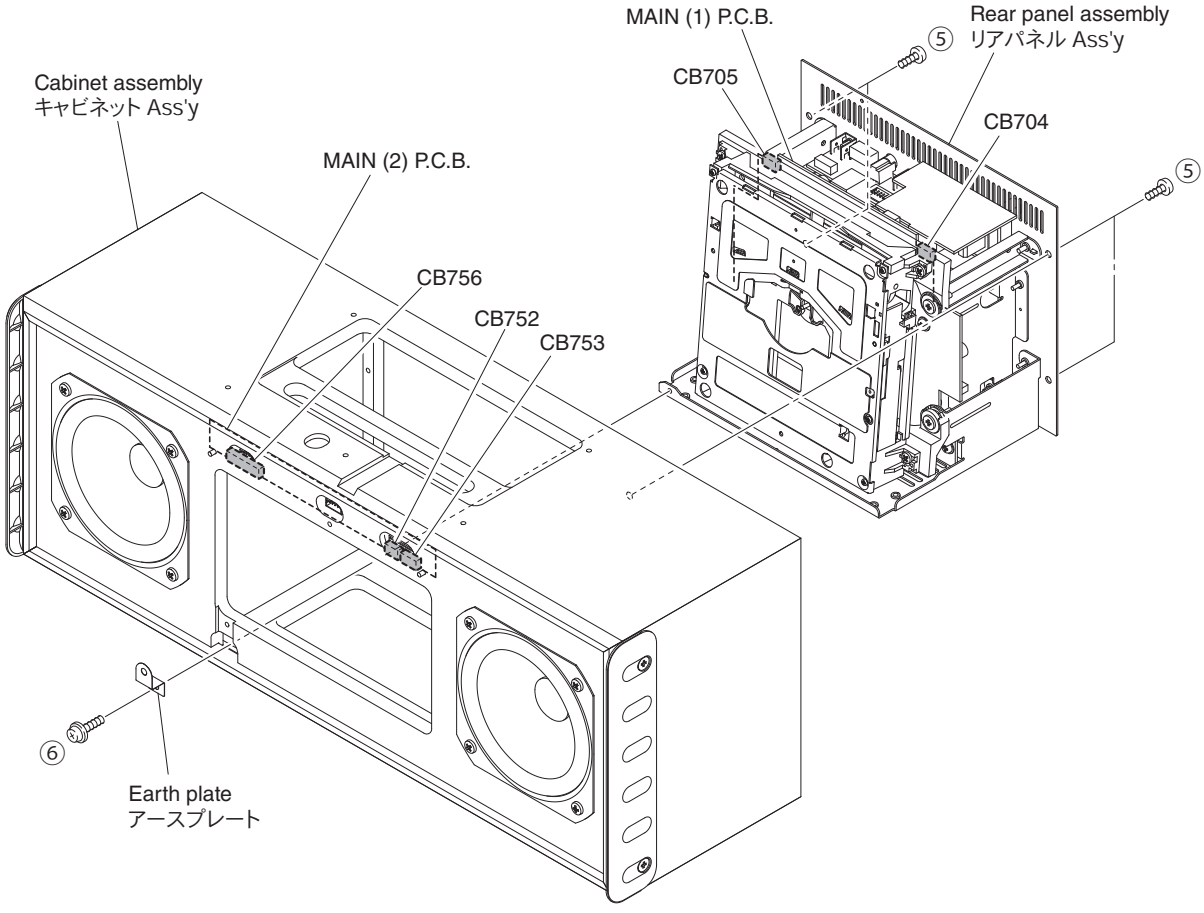

Fig. 2
a. Remove 4 screws (⑤). (Fig. 2)
* Screws (⑤) are identified with (→) marks. (Fig. 2)
b. Remove CB704, CB705, CB752, CB753 and CB756. (Fig. 2)
c. Remove screw (⑥), and then remove the earth plate. (Fig. 2)
d. Remove the rear panel assembly. (Fig. 2)
a. ⑤ のネジ 4 本を外します。(Fig. 2)
※ ⑤ のネジは（→）マークで判別できます。(Fig. 2)
b. CB704、CB705、CB752、CB753、CB756 を外します。(Fig. 2)
c. ⑥ のネジ 1 本を外し、アースプレートを外します。(Fig. 2)
d. リアパネル Ass'y を外します。(Fig. 2)